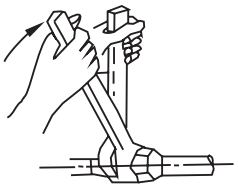

Рис. 6-5
• Расположите трубопроводы в нужном положении, заверните гайки от руки, затем затяните их гаечным ключом (см. рис. 6-5).